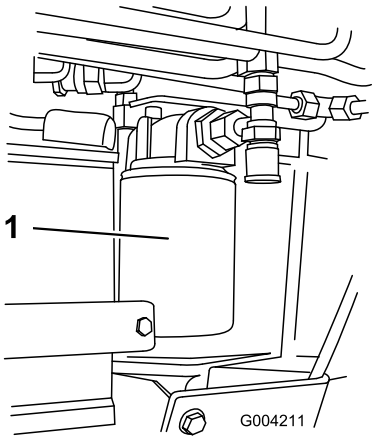

**Figuur 58**
4. Plaats een opvangbak onder het filter (Figuur 58).
5. Verwijder het oude filter (Figuur 58) en veeg het oppervlak van de pakking van het filtertussenstuk schoon.
7. Monteer het nieuwe hydraulische filter op het filtertussenstuk (Figuur 58). Draai het filter rechtsom totdat de rubberen pakking contact maakt met het filtertussenstuk. Draai het filter vervolgens nog eens 3/4 slag.